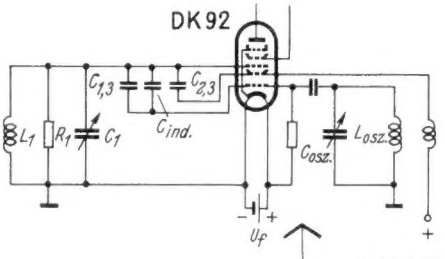

*Bild 2. Darstellung der Kopplungskapazitäten zwischen Oszillator und Eingangskreis*
**Bild 2** zeigt die Kopplungskapazitäten zwischen Oszillatorteil und Antennenkreis bei der DK 92. C 1,3 ist die Kapazität zwischen dem Oszillatorgitter und dem Hochfrequenz-Steuergitter, C 2,3 die Kapazität zwischen Oszillator-Anode und Hochfrequenz-Steuergitter. Wegen der Phasenverschiebung zwischen Gitter- und Anodenspannung wirkt C 2,3 wie eine zu C 1,3 parallel geschaltete negative Kapazität von der Größe C 2,3/t, wobei $t = U_g1/U_g2$ ist.